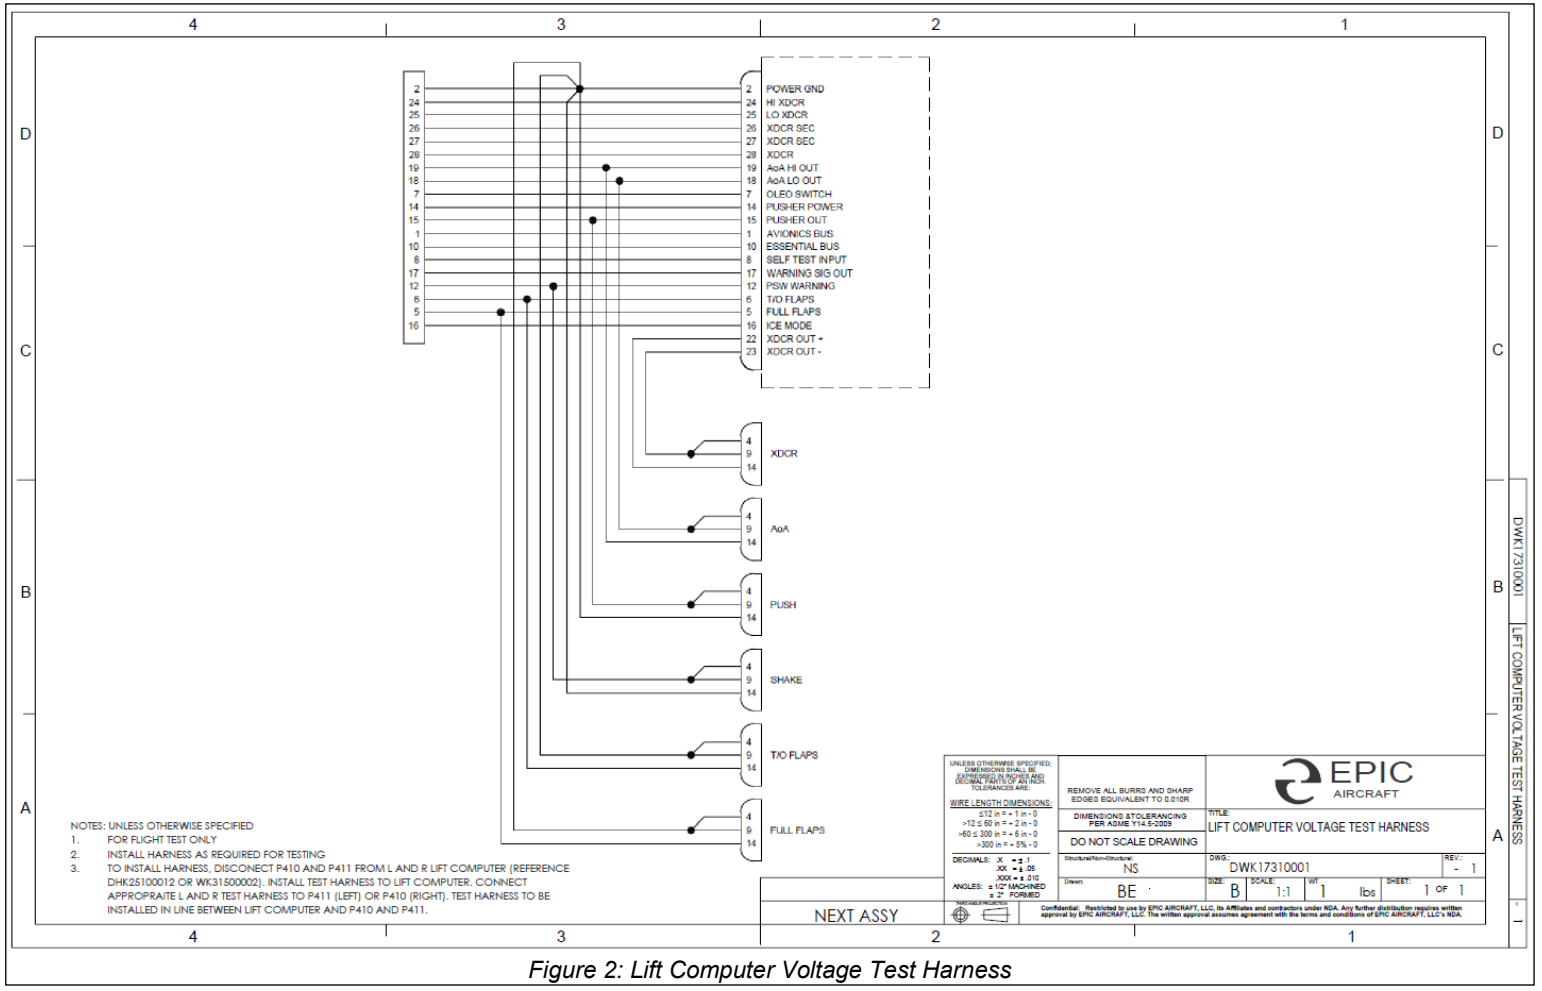

Figure 2: Lift Computer Voltage Test Harness
a. For the following tests, it will be necessary to install the Lift Computer Voltage Test Harness as described in Figure 2 with support from Epic Aircraft engineering. Gain access to the stall computers under the passenger floor in accordance with the Airframe Maintenance Manual.